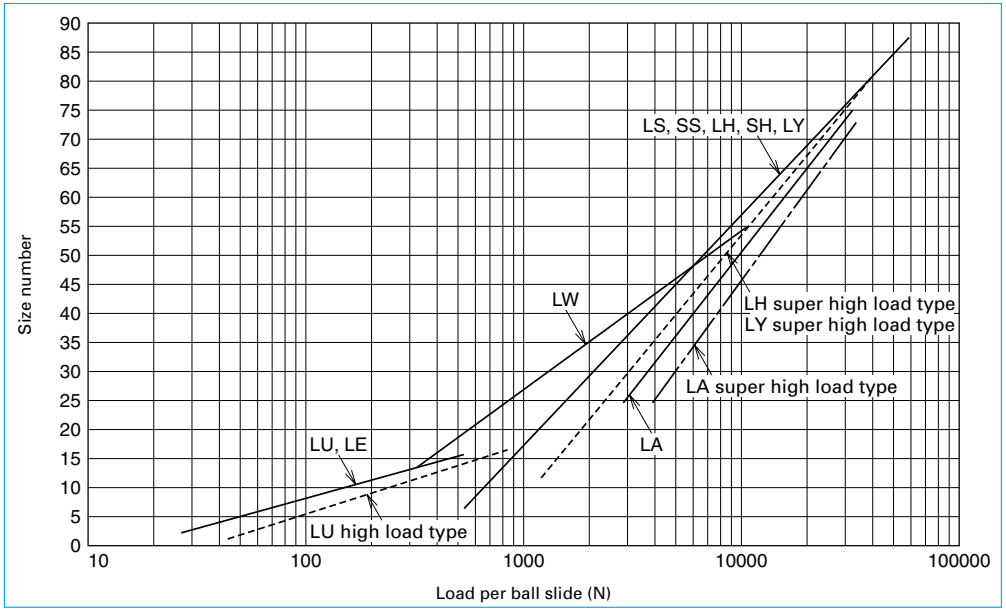

Fig. I-3•4 Selection based on the load
(4) Selection based on the moment load per ball slide
- In cases shown in Fig. I-3•5 to •6, •7, it is necessary to consider the moment load applied to the ball slide.